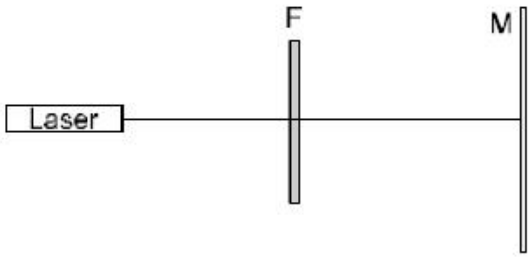

Fig. 10 Demonstration der Absorption von Licht mittels Farbfiltern (F =Farbfilter, M = Mattglasschirm)
- Experimentellen Aufbau gemäß Fig. 10 durchführen.